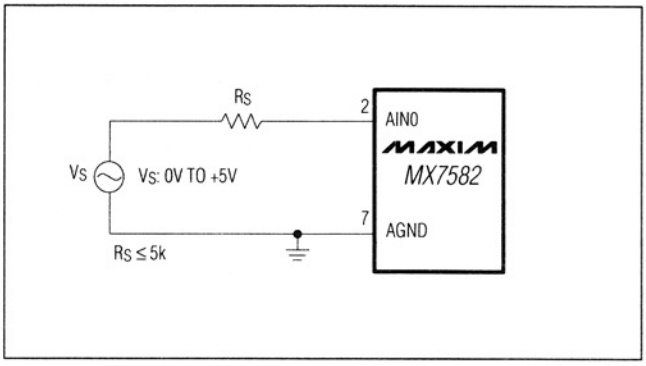
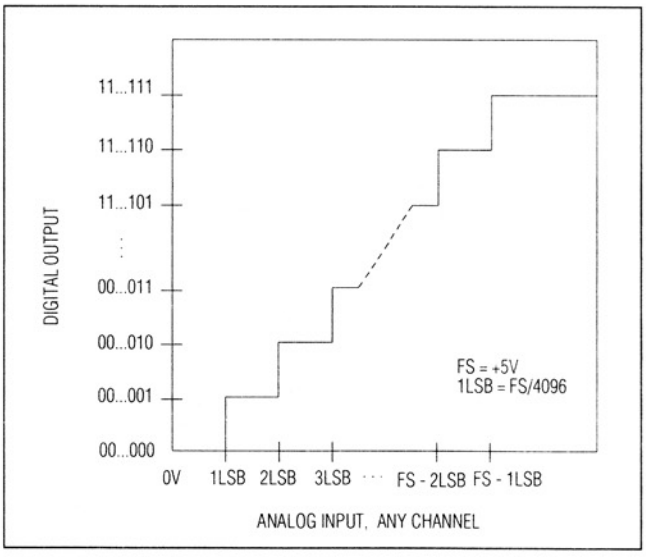

Figure 11. Unipolar 0V to +5V Operation
Figure 12. Ideal Input/Output Transfer Characteristic for Unipolar Circuit of Figure 11
The high-impedance analog inputs, AIN0-AIN3, allow simple analog interfacing. Signal sources from 0V to +5V may be connected directly to AIN without extra buffering for source impedances up to 5kΩ (Figure 11). The input/output transfer characteristic and transition points for this input signal range are demonstrated in Figure 12 and Table 1. The MX7582 transfer characteristic transition points occur on integer multiples of 1LSB. The output code is natural binary, with: 1LSB = (Full Scale (FS)) /4096 = (5/4096)V = 1.22mV.